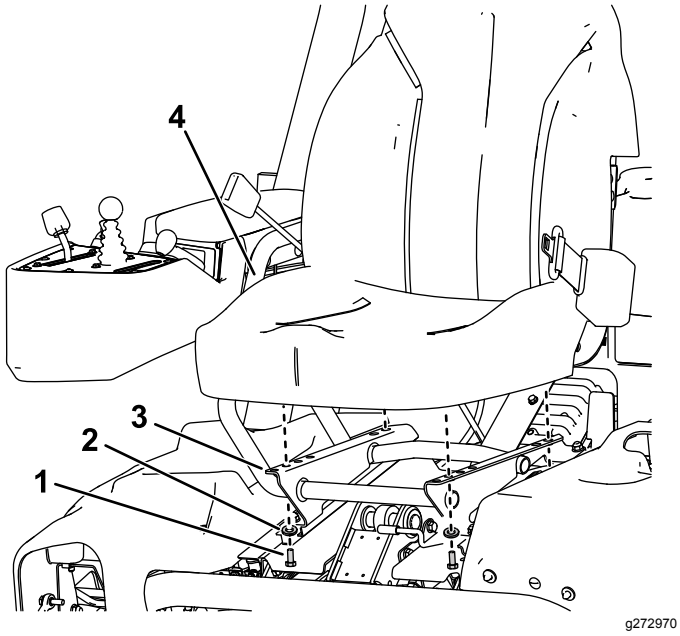

Figura 4
3. Sujete el asiento a la base del asiento con los 4 pernos y arandelas retirados anteriormente (Figura 4).